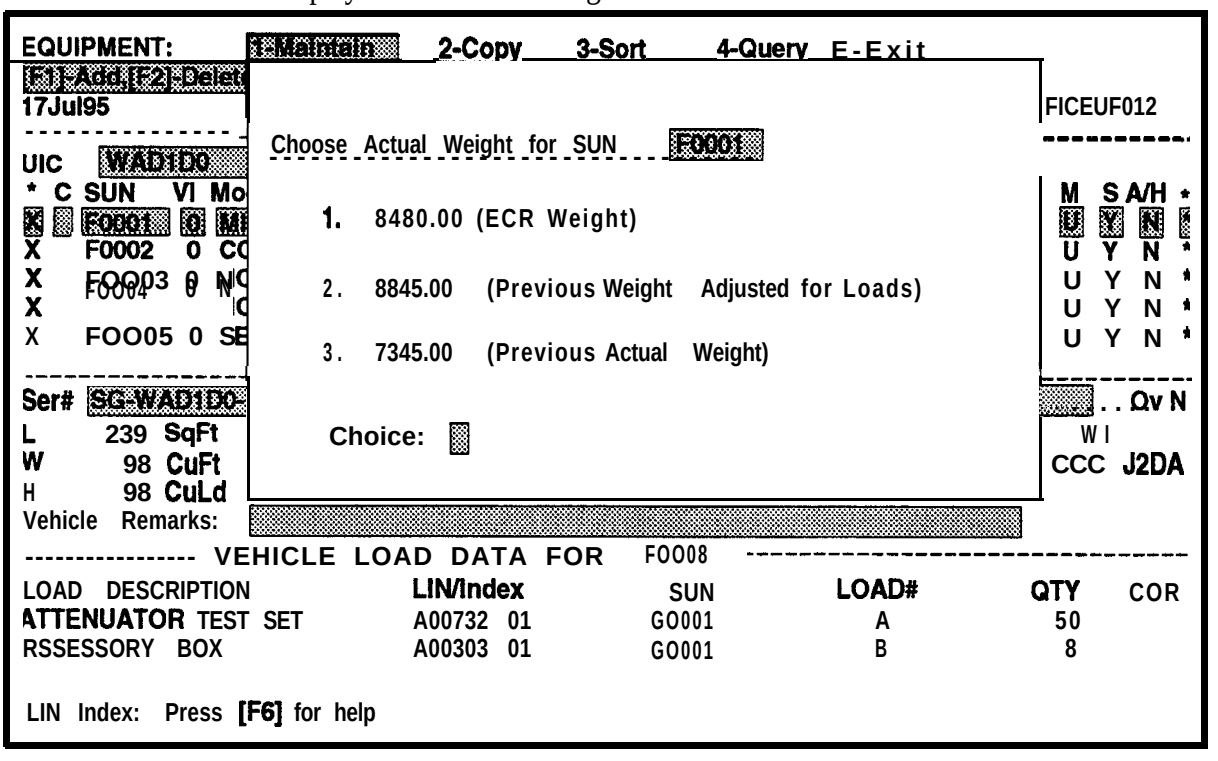

Figure 5-40. Equipment List Data Screen with Choose Actual Weight of Sun Window for Special Handling Equipment
(1) If a new value has been entered into **the ActWt** field during this session or since the last time you worked with loads, the Choose Actual Weight for SUN window will be displayed as shown in Figure 5-40.